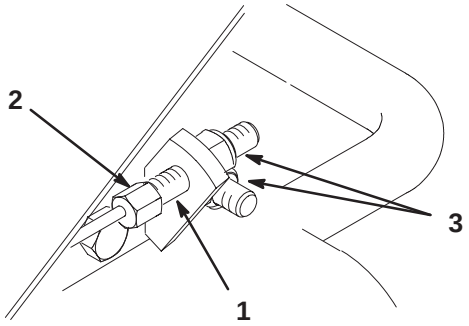

**Figure 52**
1. Tension the cable by securing the cable end hex with an open end wrench and turning the nut on the cable end with another wrench (Fig. 52).